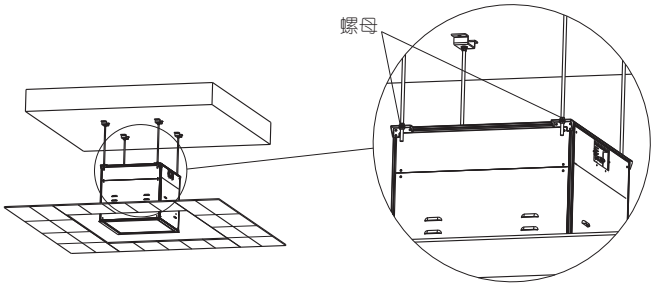

图 7
5.如图7所示，检测升降架在前后及左右方向上的水平。如有倾斜，可通过调节图示中螺母的上下位置，来调整升降架的水平。